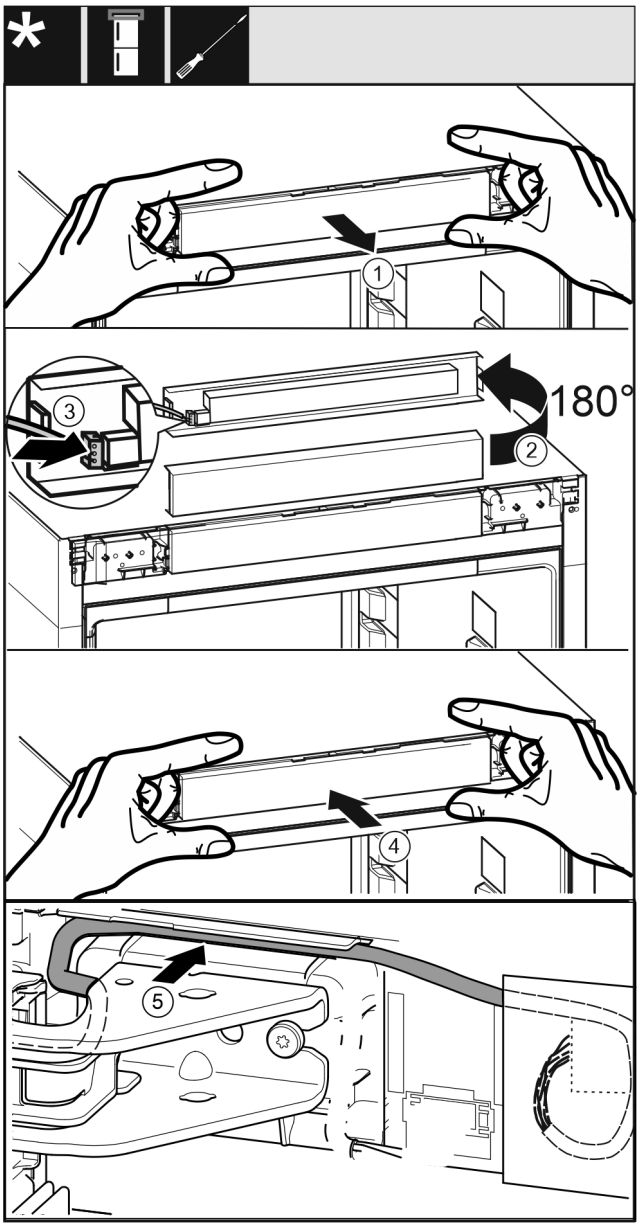

Fig. 62
▶ Extrageți cu precauție masca de operare *Fig. 62 (1)*.
▶ Rotiți masca de operare *Fig. 62 (2)* cu 180° în sus.
▶ Fixați în poziție fișa *Fig. 62 (3)* la masca piesei de operare.
▶ Fixați din nou în poziție masca de operare *Fig. 62 (4)* la aparat.
▶ Pozați cu precauție cablul *Fig. 62 (5)* în ghidaj deasupra suportului superior de lagăr.